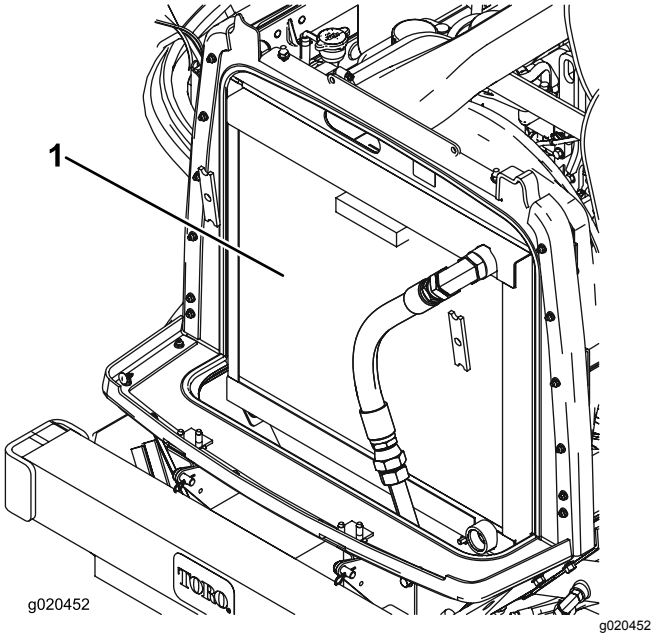

Figur 93
3. Rengjør begge sidene av radiator-/oljekjøleområdet grundig med trykkluft (Figur 93).